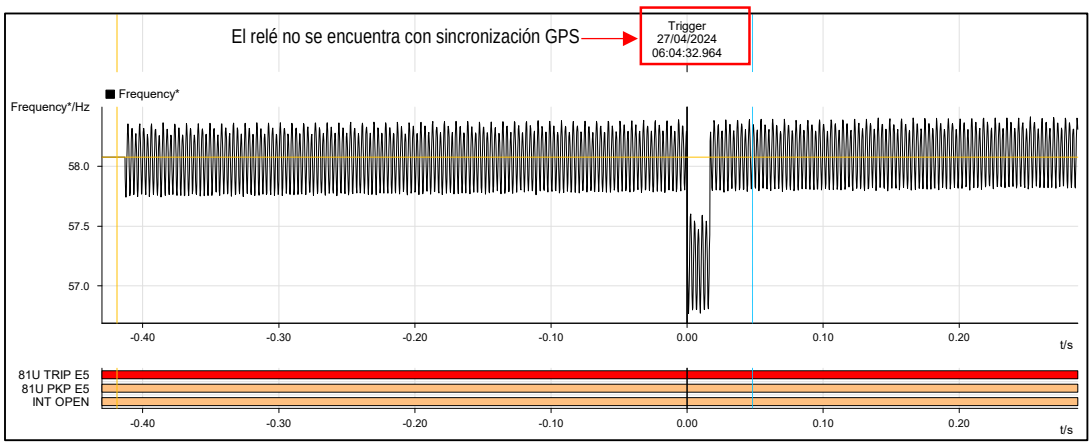

Figura 6. Registro de frecuencia del alimentador A4802 en la S.E. Chanchamayo (Fuente: ELECTROCENTRO)
6.8 Por otro lado, en el registro oscilográfico del relé GE F650 del alimentador A4802, se verifica que a las 06:04:23 h se presentaron condiciones para la activación de la Etapa 5 del ERACMF (Ver Figura 6).